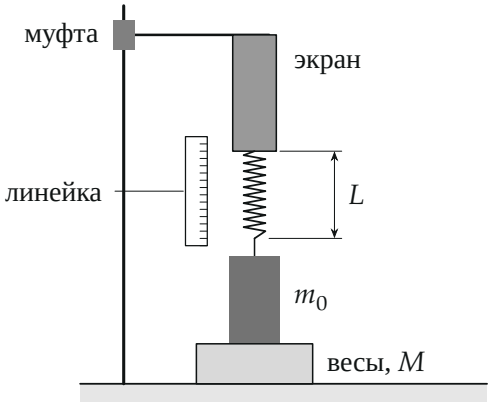

Рис. 1. Схема опыта: пружина выходит из-под экрана, груз m_0 стоит на весах; длину L видимой части меряем линейкой.
2. Установка и измерение силы. Число рабочих витков меняем, перемещая пластину, к которой крепится крючок. Пружину с грузом закрепляем на штативе рядом с линейкой, под груз ставим весы (рис. 1). Опуская муфту штатива, ослабляем натяжение пружины, и груз всё сильнее давит на весы.